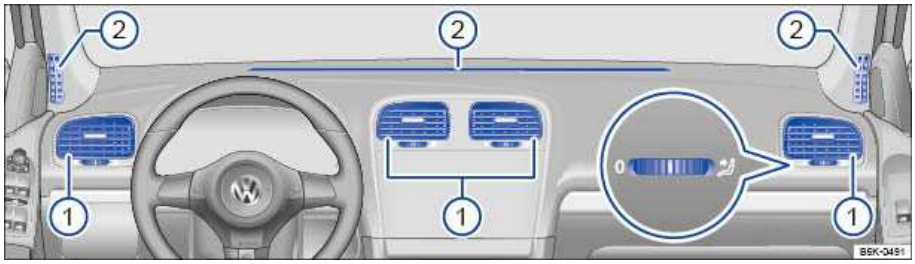

**Fig. 156** In the instrument panel: Air vents.
To help ensure sufficient heating, cooling and ventilation in the passenger compartment, never close the air vents completely ⇒ fig. 156 (1).